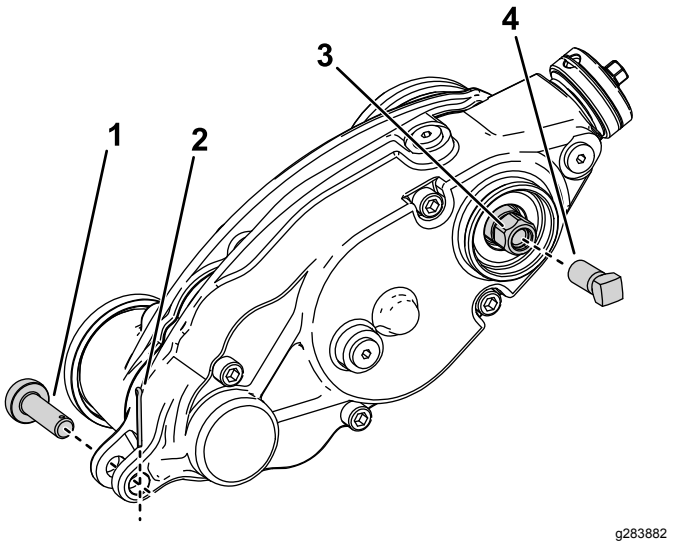

Bild 28
3. Entfernen Sie den Einstellerstift und den Splint, der das Groomergetriebe mit den Einstellarmen verbindet (Bild 28).
5. Montieren Sie die Bewehrungsschraube (Teilenummer 1-803022 – separat erhältlich) an den Innengewinden des Sechskantkopfes des Groomerantriebs und ziehen Sie diese auf ein Drehmoment von 13,5 Nm an, wie in Bild 28 dargestellt.
6. Entfernen Sie das Groomergetriebe von der Schneidspindel, indem Sie den Sechskantkopf des Groomerantriebs drehen (Bild 28).